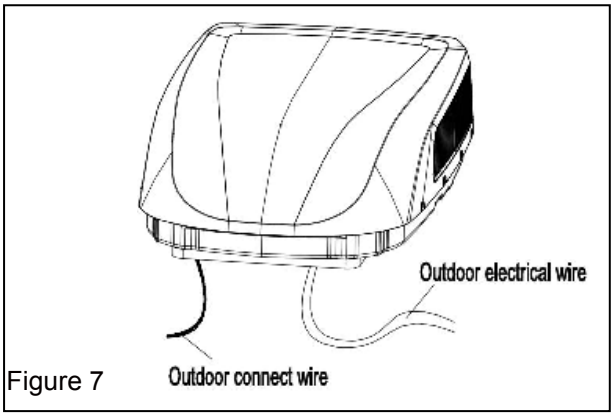

Figure 7
1. As shown in Figure 7, the outdoor unit has two sets of outgoing wires, which are power cord (high current) and the control signal wires respectively. The former one should be directly connected to terminal box while the latter one should be connected to the control signal wire of the indoor unit.